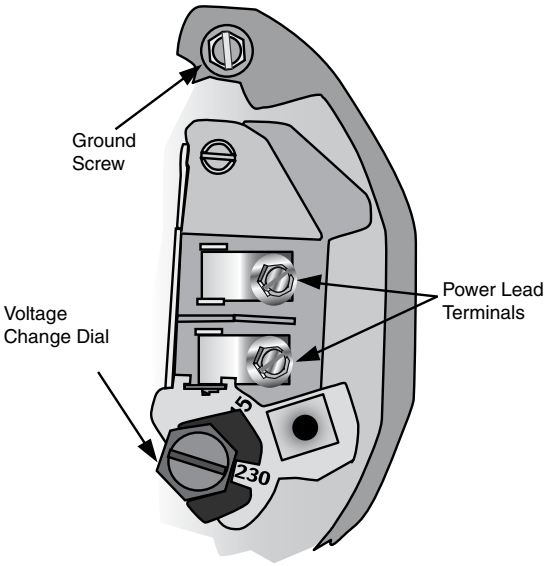

Figure 7: Voltage set to 230 volts, Dial Type
Step 1. Connect the ground wire first as shown in Figure 7. The ground wire must be a solid copper wire at least as large as the power supply wires.
Step 4. Connect the power supply wires to the pressure switch as shown in Figure 7.